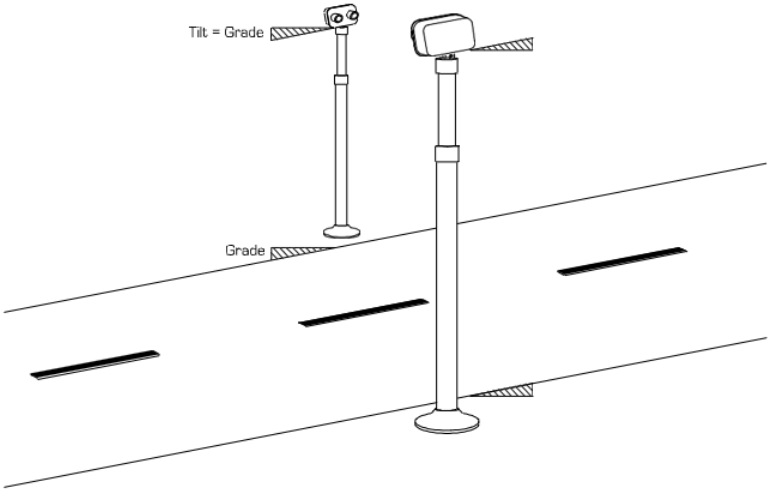

Figure 12: *View Across Roadway*
2. Tilt the Remote and Master cabinets to make the plane described by parallel lines of sight between the Remote and Master eyes parallel to the roadway under the lines of sight in the direction of interest. Refer to **Figure 12**.